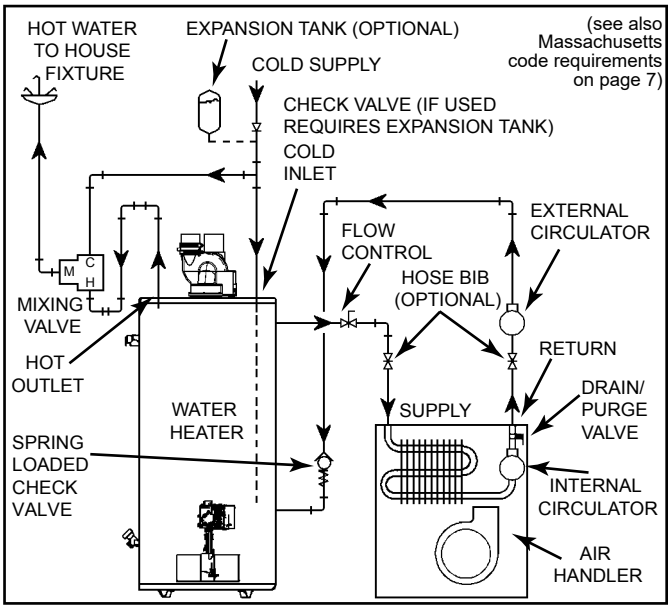
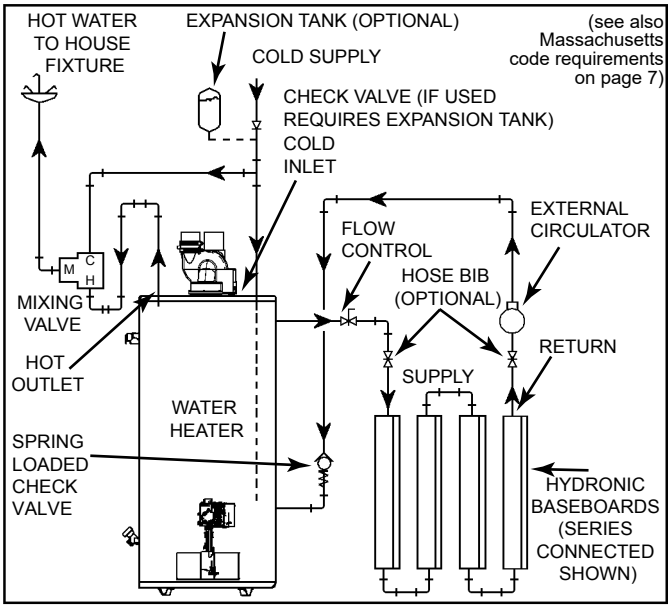

Figure 14.
Figure 15.
8. “Combo” Heating Systems require higher water temperatures than other applications. When the system is used to supply water for Combo Heating applications, a means, such as mixing valve, must be installed to temper the water in order to reduce scald hazard potential (see Figure 14 and Figure 15).
A. A fan coil/air handler (Figure 14).
B. A hydronic baseboard (finned tube) loop/In floor heating (Figure 15).